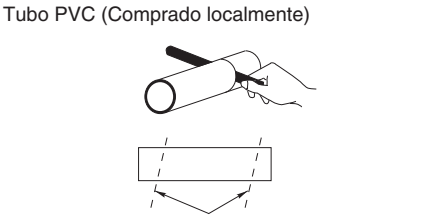

Fig. 3-8
(5) Meça a espessura da parede desde a extremidade interior até à extremidade exterior e, em seguida, corte o tubo de PVC num pequeno ângulo de 6 mm mais curto que a espessura da parede. (Fig. 3-8)